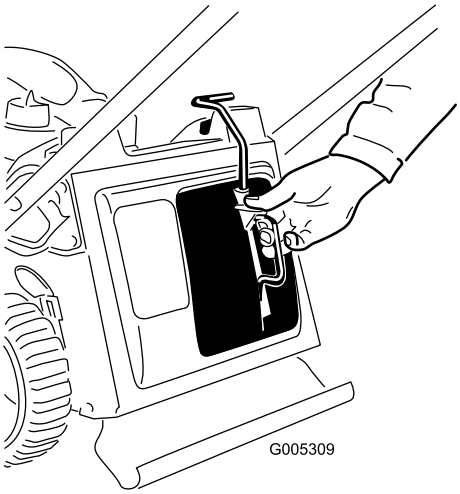

**Figur 9**
2. Klem på håndtagets knap med din tommelfinger og sæt kværndækslet helt ind i åbningen (Figur 9).